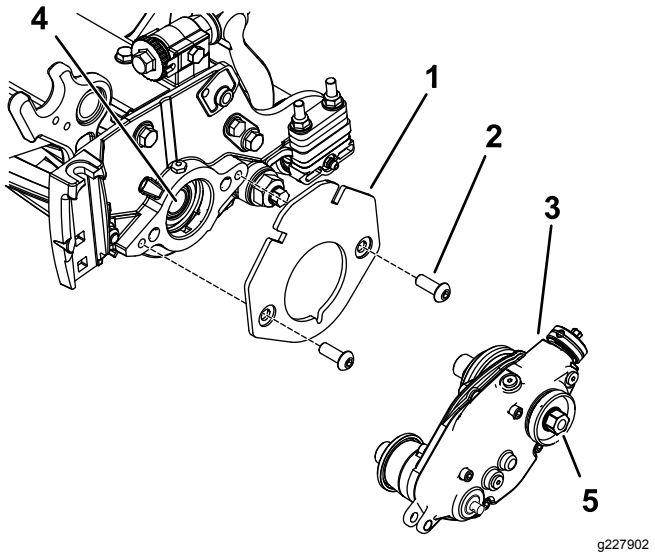

Figur 9
2. Fäst viktfästet vid cylindern med två sexkantsskruvar med runt huvud (⅜ x ¾ tum) enligt Figur 9.
3. Applicera en medelstark gängtätningsmassa (t.ex. Blue Loctite® 243) på den inre cylinderaxelns gängor (Figur 9).
4. Fäst trimmardrivningens låda på cylinderaxeln (Figur 9) med hjälp av sexkantsskruven på trimmardrivningens låda.